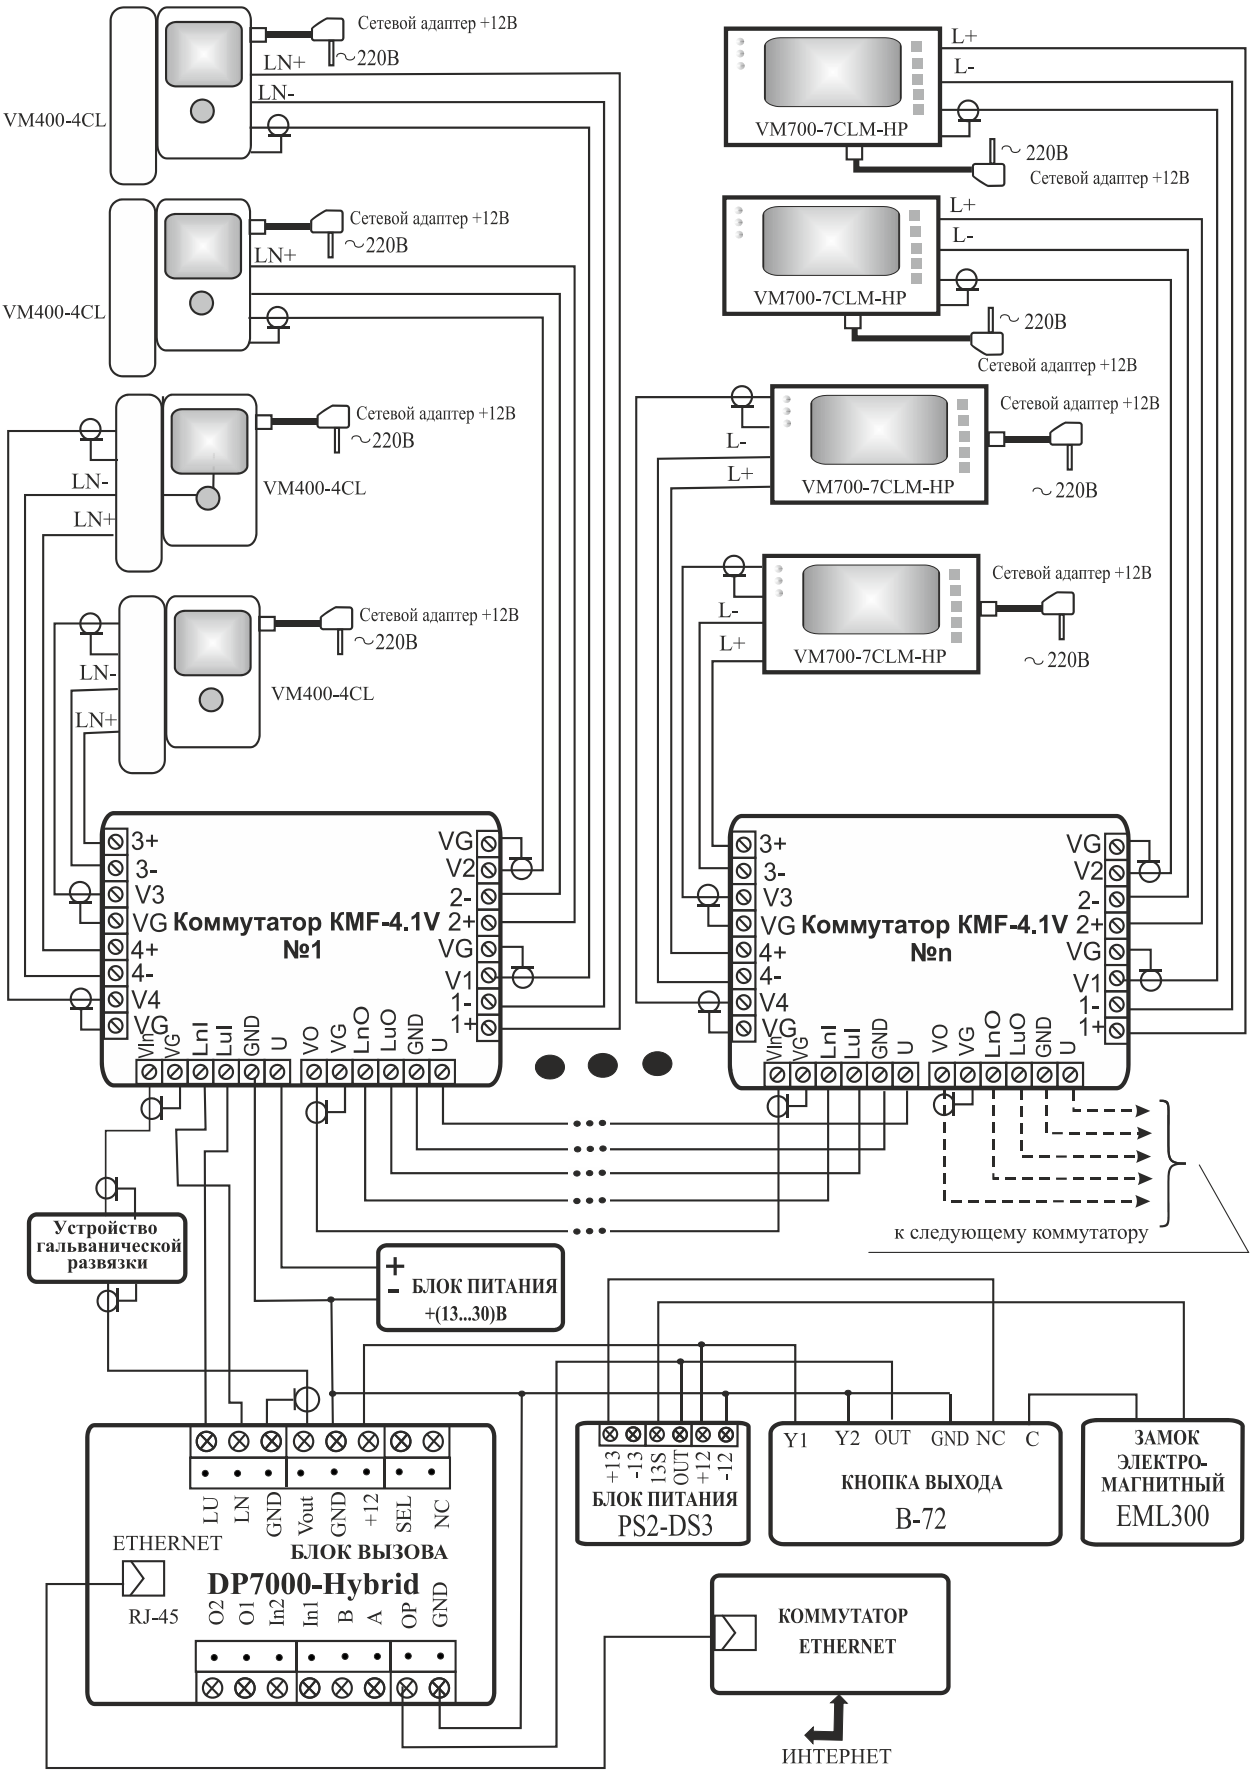

Рис.9 Подключение одного БВ к KMFV с УГР
- Рис.9 Подключение одного БВ к KMFV с УГР.